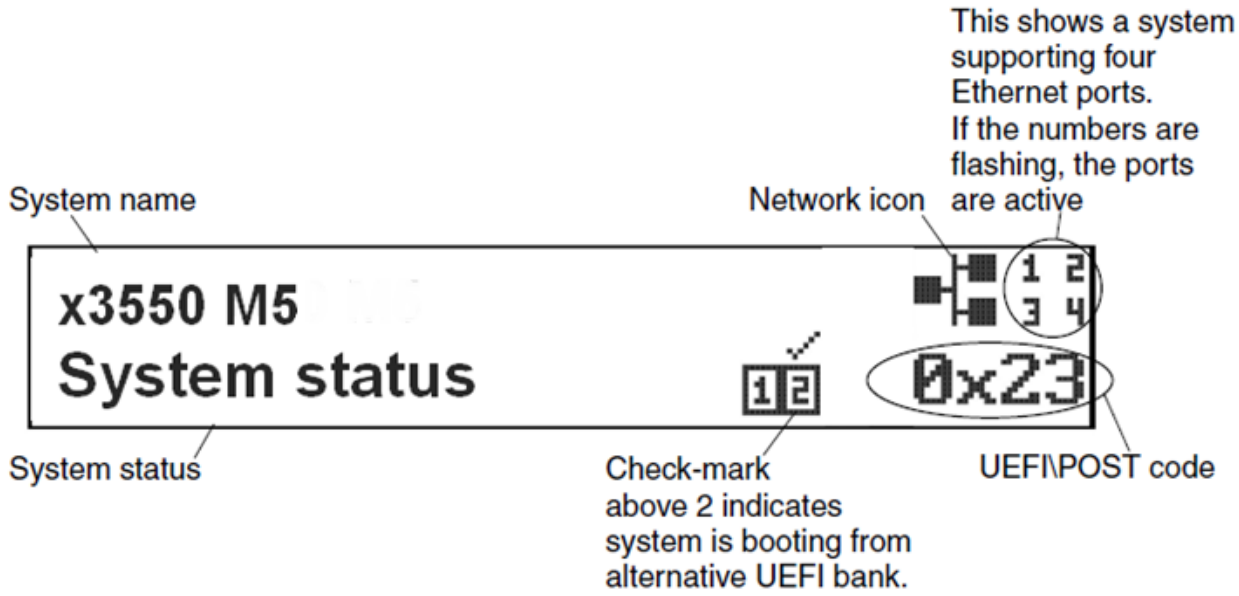

**Figure 23: LCD information display panel layout**
**Figure 23** shows an example of the information about the LCD system information display panel. This example shows the layout of the information in the main menu when the debug feature is enabled.